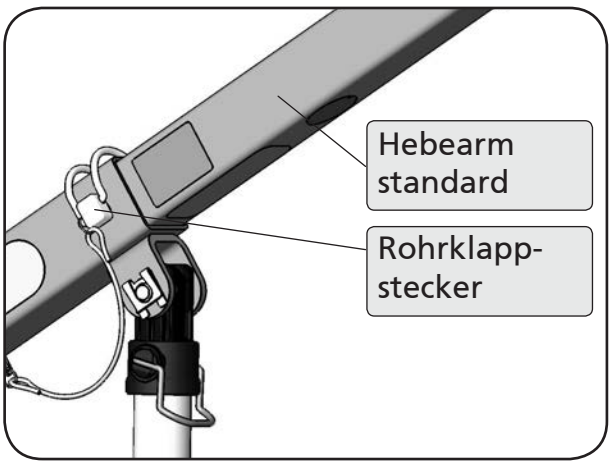
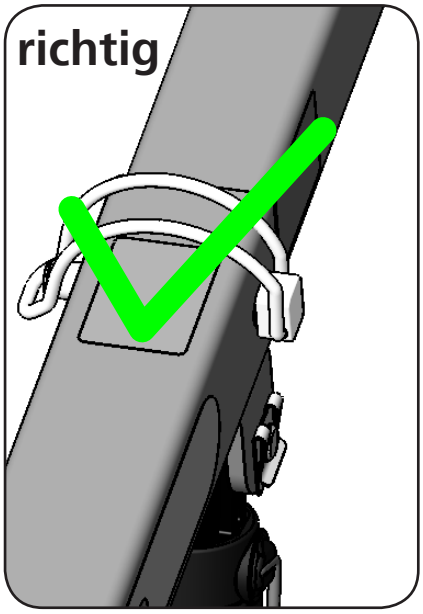
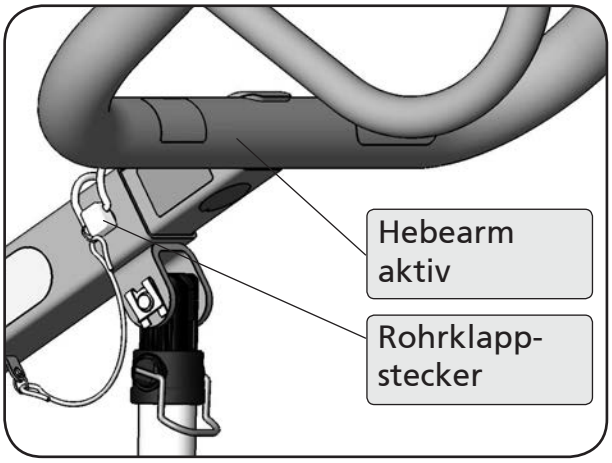

Abbildung 15
Abbildung 18
Abbildung 22
8. Ziehen Sie nun den Rohrklappstecker aus der Hebearmaufnahme. Klappen Sie dazu zuerst den Bügel am Rohrklappstecker um (Abbildung 15).
10. Sichern Sie den Hebearm standard mit dem Rohrklappstecker. Stecken Sie ihn bis zum Anschlag ein und klappen Sie den Bügel um (Abbildung 15). Der Rohrklappstecker ist korrekt angebracht, wenn der Bügel das Hebearmrohr umschließt (Abbildung 18).
10. Sichern Sie den Hebearm aktiv mit dem Rohrklappstecker. Stecken Sie ihn bis zum Anschlag ein und klappen Sie den Bügel um (Abbildung 22). Der Rohrklappstecker ist korrekt angebracht, wenn der Bügel das Hebearmrohr umschließt (Abbildung 18).